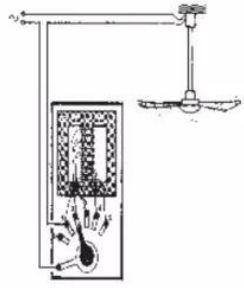

图 1-29
8. 教室中和家庭中的电风扇，都可以调节快慢(图 1-29)。要调节快慢，就要改变电动机的电流。风扇一般是用交流，要改变电流的大小，可以用电感器。请在老师的指导下，拆解一只吊扇的调速器，研究它是利用什么作用调节吊扇快慢的。